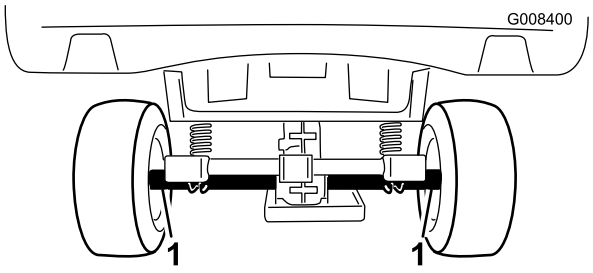
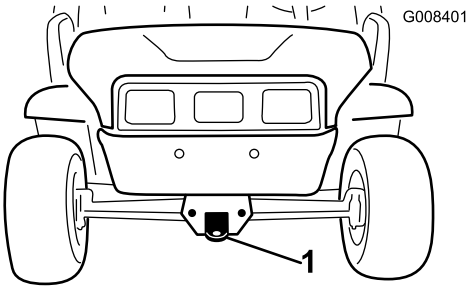

Figur 18
Figur 19
Hvis du skal flytte kjøretøyet over lange avstander, bør du bruke en tilhenger. Pass på at kjøretøyet er festet til tilhengeren. Se Figur 18 og Figur 19 for informasjon om festepunktene.
2. Fest et tau til tungen på frontrammen (Figur 19).